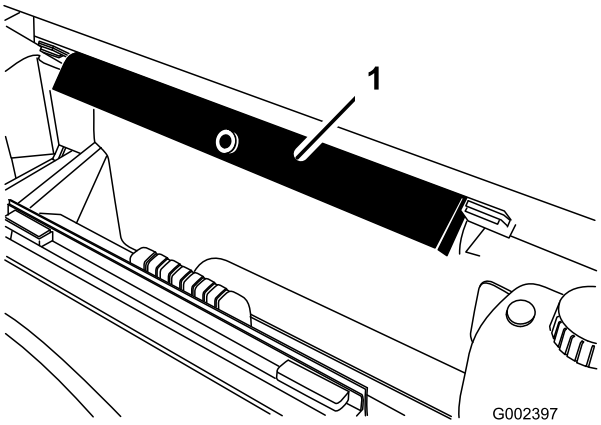

**Figuur 12**
2. Verwijder de veiligheidssteun van de opberghaken op de achterkant van het paneel van de rolbeugel (Figuur 12).